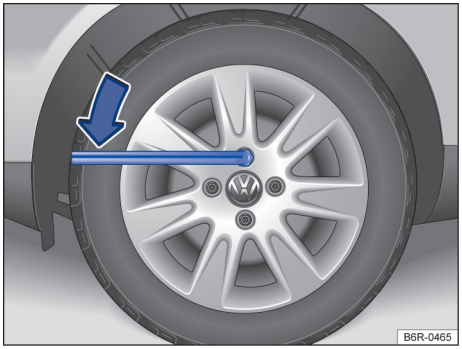

Fig. 141 Troca de roda: soltar os parafusos da roda.
– Encaixar a chave de roda no parafuso da roda até o batente → Fig. 141.